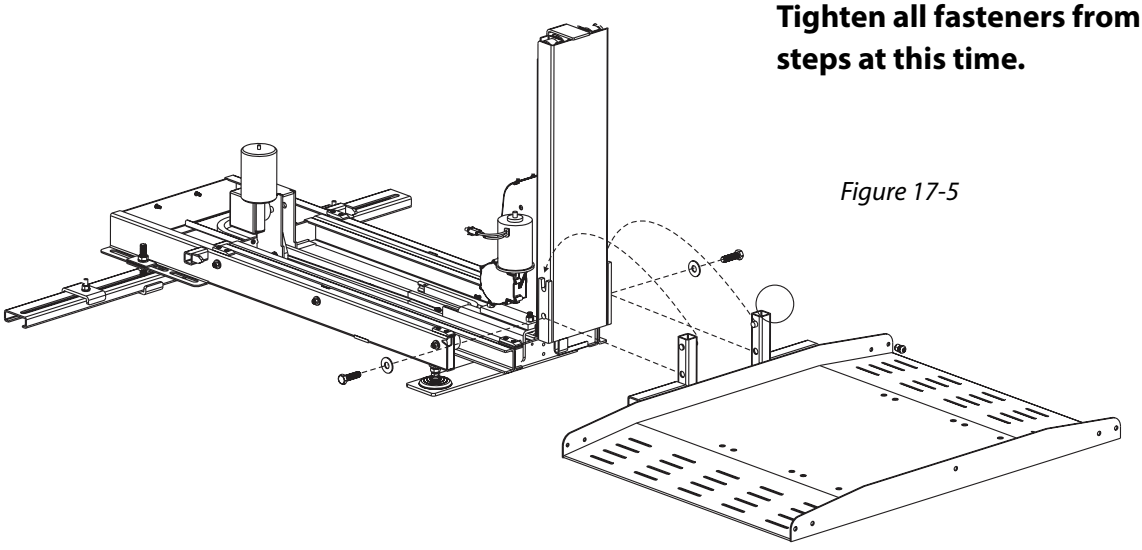

Figure 17-5
11. Thread ½-13 x 1-3/4" L Hex head Bolts and ½" washers into threaded holes as shown. *[Figure 17-5]* Test full motion of lift into and out of the vehicle. Be sure lift is level and no obstructions interfere with platform travel.